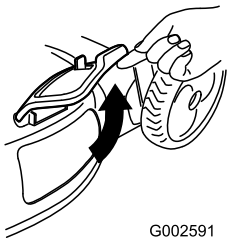

Bild 28
2. Öffnen Sie die Seitauswurfklappe (Bild 28).